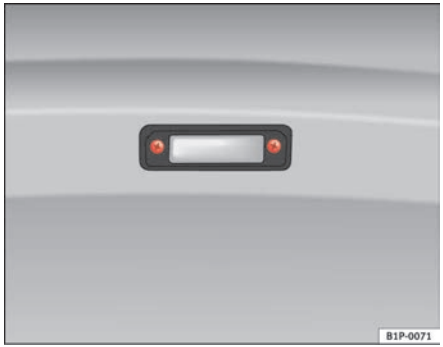

Fig. 200 Registration plate light
– To remove the bulb holder, unscrew the bolts ⇒ fig. 200.